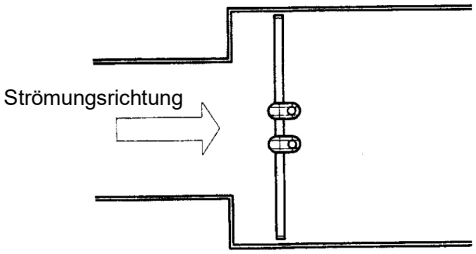

Abb. 3a: Nicht akzeptable Erweiterung
- Vermeiden Sie plötzliche Erweiterungen des Kanals direkt vor dem Staugitter (Bild 3a)